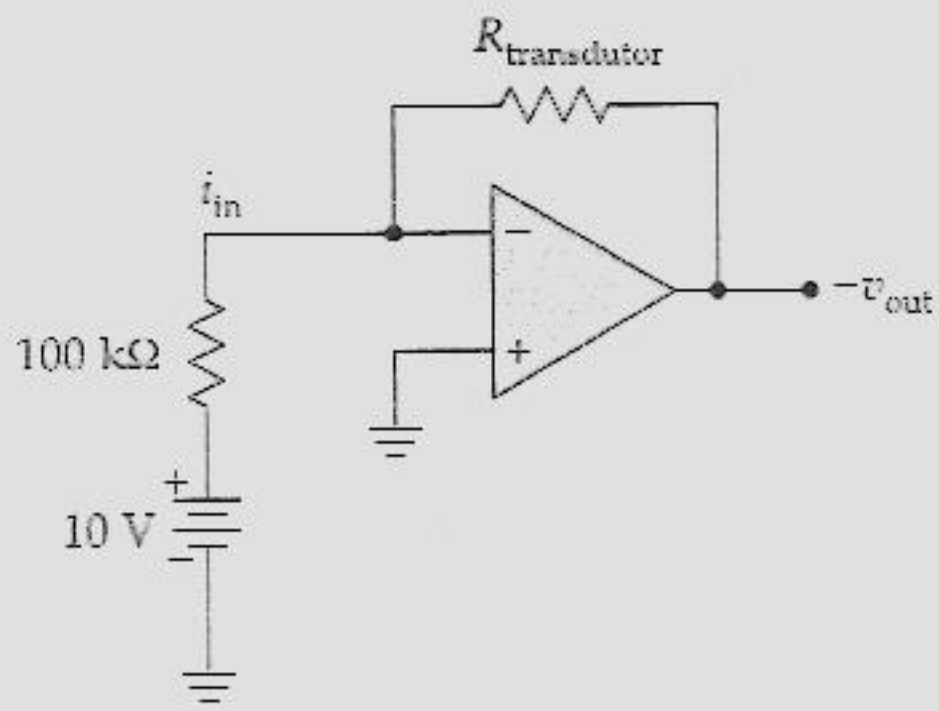

Figura 19.29
19.39 O resistor de realimentação do circuito da Figura 19.29 tem uma resistência controlada por ondas sonoras. Se a resistência de realimentação varia senoidalmente entre 9 kΩ e 11 kΩ, qual a tensão de saída?
19.40 A temperatura controla a resistência de realimentação do circuito da Figura 19.29. Se a resistência de realimentação variar de 1 kΩ a 10 kΩ, qual a faixa de tensão de saída?